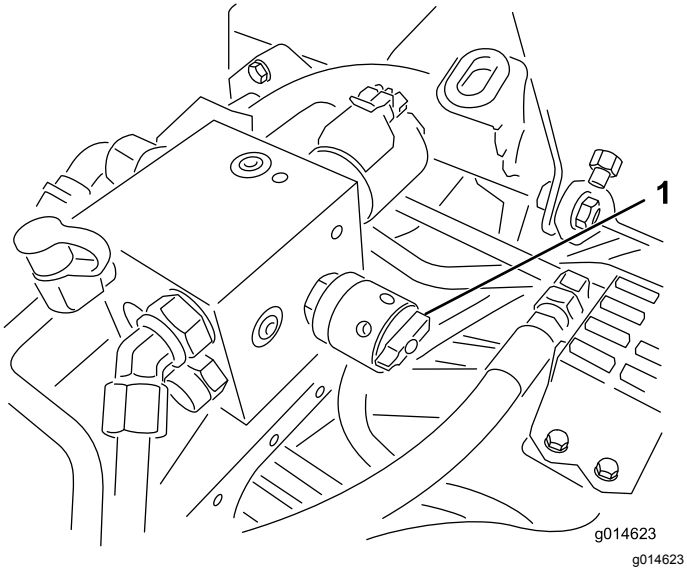

Figuur 48
4. Om het toerental in te stellen, draait u aan de knop (Figuur 48) tot de wijzer de gewenste instelling aangeeft.